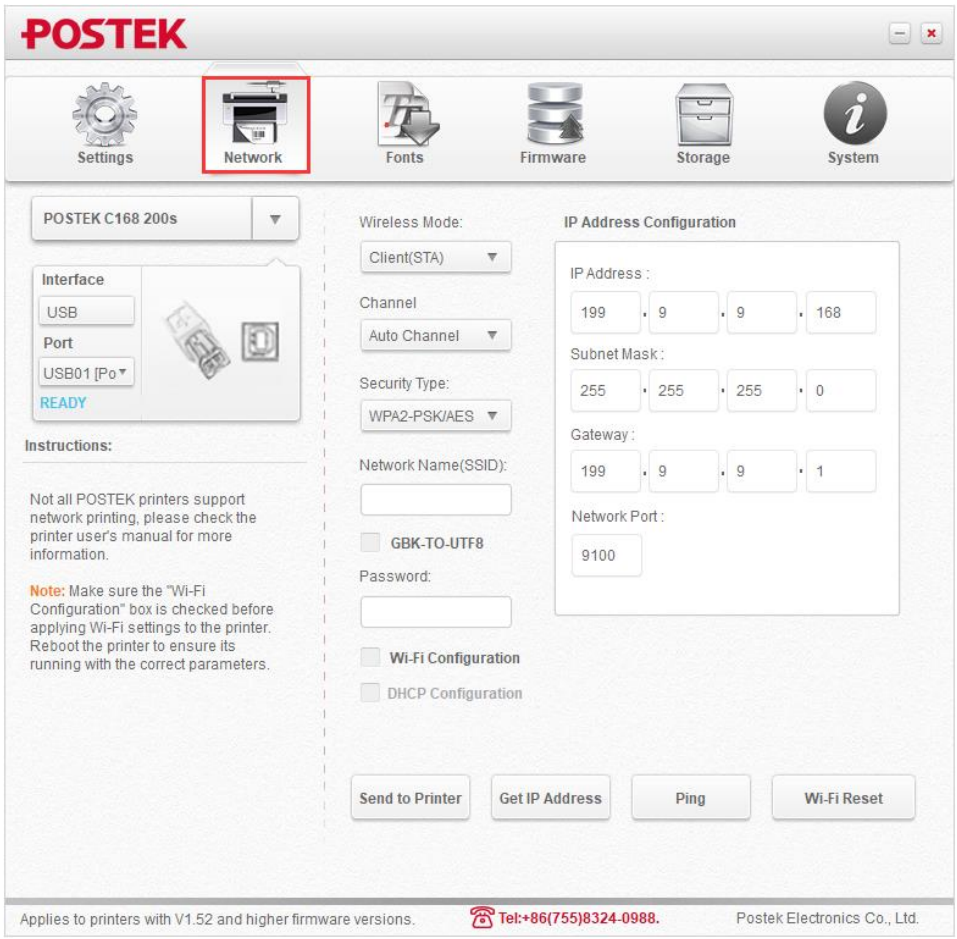

Figure 2-37 Open the Utility
4. Open the Utility software and click "Network", as shown in Figure 2-37.